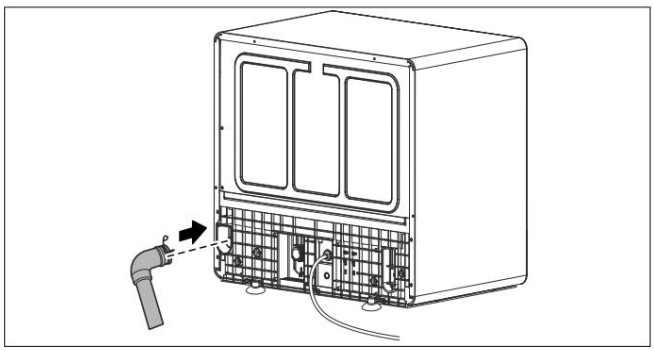

Rys. 13 – Podłączenie do odpływu wody
Włóż wąż spustowy wody z przyłączem spustowym (10) do tylnej części urządzenia i zabezpiecz go zaciskiem (patrz rys. 13).